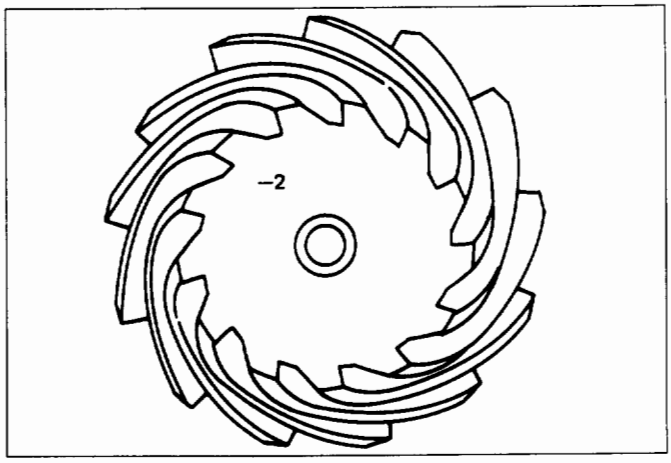

Fig. 4B-36
5) After the ZERO setting is obtained, rotate the gauging arbor until the dial indicator rod does not touch the gauging plate (Fig. 4B-35).